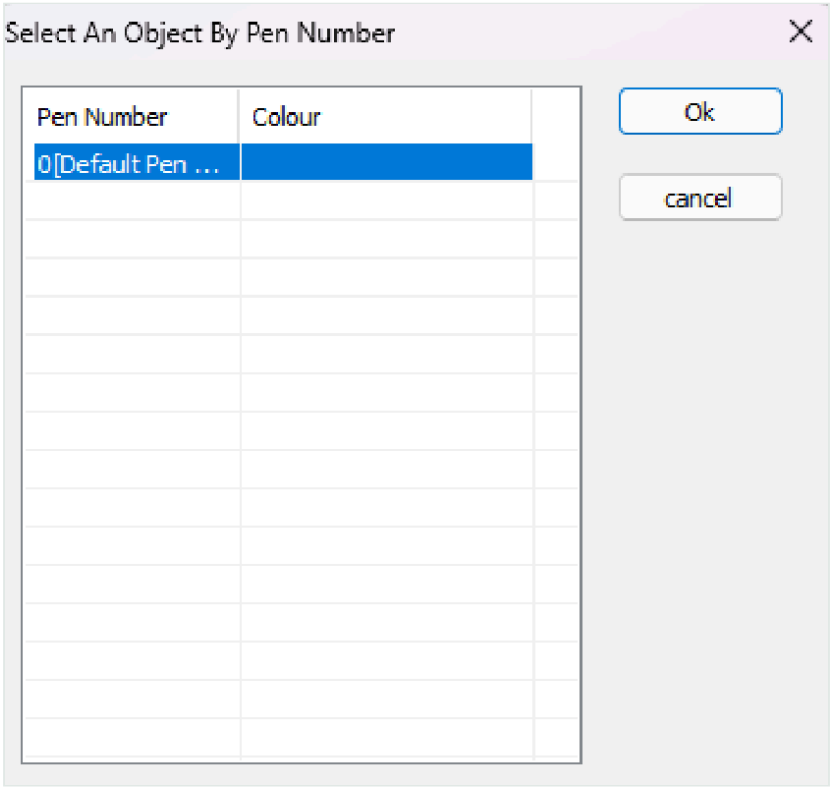

Figura 11-54 Cuadro de diálogo de selección por número de pluma
- Selecciona objetos por número de pluma. Al elegir este comando, se mostrará el cuadro de diálogo de la Figura 11-54.